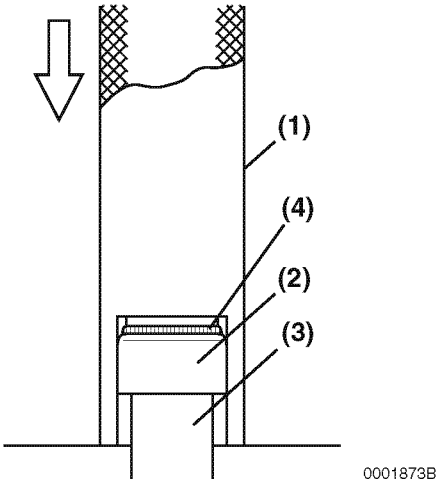

Figure 6-30
The exhaust valve stem seals are different than the intake valve stem seals and can be identified by either the paint marks on the outside of the seals or by the color of the seal spring ***(Figure 6-30,*** **(4))**. *Ensure they are installed in the correct locations.*
1. Oil the lip of the valve stem seal **(Figure 6-30, (2)).** Using the valve stem seal installation tool **(Figure 6-30, (1))**, install a new valve stem seal on each of the valve guides **(Figure 6-30, (3))**.